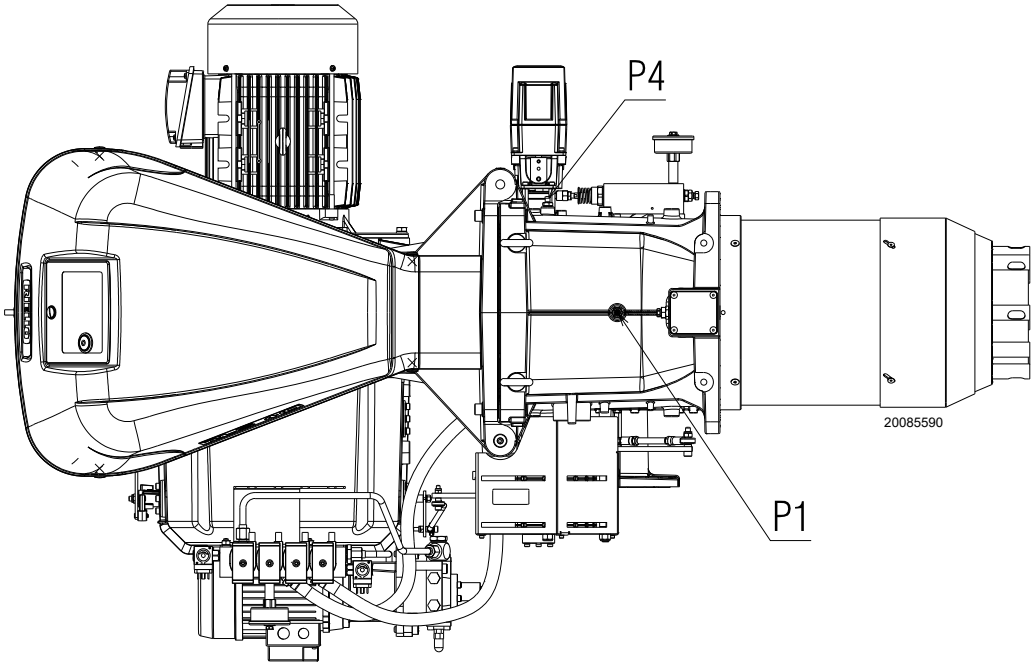

Fig. 27
Gas pressure measured at the test point P1)(Fig. 27), with:
– subtract the combustion chamber pressure from the gas pressure measured at test point P1)(Fig. 27).
Gas pressure at test point P1)(Fig. 27) = 29,4 mbar
To calculate the required gas pressure at test point P1)(Fig. 27), set the MAX output required from the burner operation:
– Read, on the right (column 1), the pressure at the test point P1)(Fig. 27).
Pressure required at test point P1)(Fig. 27).